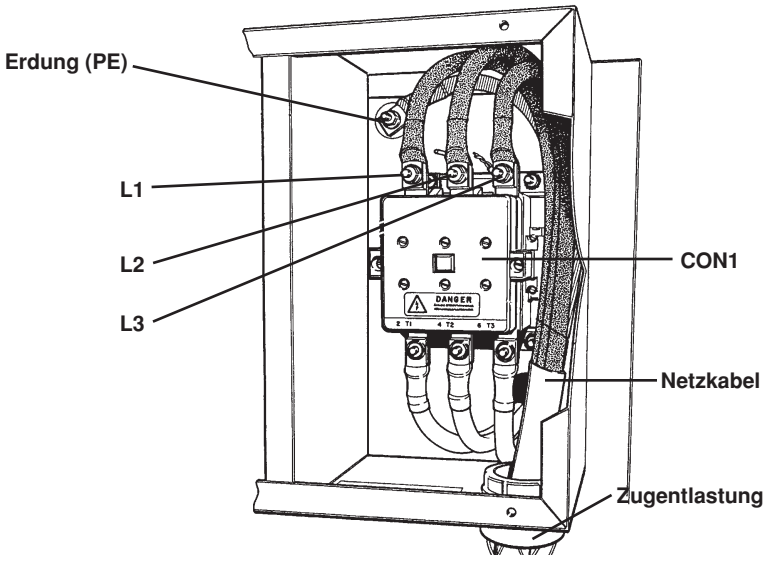

Abbildung 3-9 Netzkabelanschlüsse
2. Netzleitungen an Klemmen **L1, L2** und **L3** von **CON1** anschließen. Siehe Abb. 3-9.
3. Schutzleiterkabel (PE) wie in Abb. 3-9 gezeigt an die Bodenschraube anschließen.